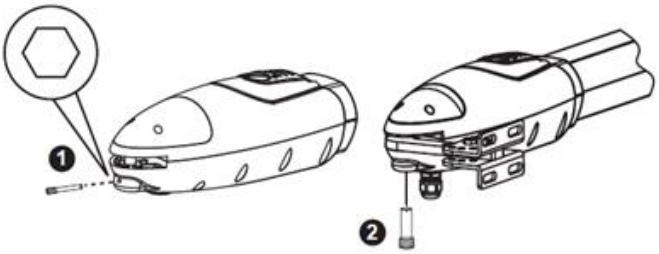

Figura 20
13. Levante el motor y empuje la puerta hasta el final, de modo que los orificios de los tornillos del extremo del motor coincidan con los agujeros en la placa trasera. Fije el motor a la placa posterior con el perno como se muestra en la Figura 20.